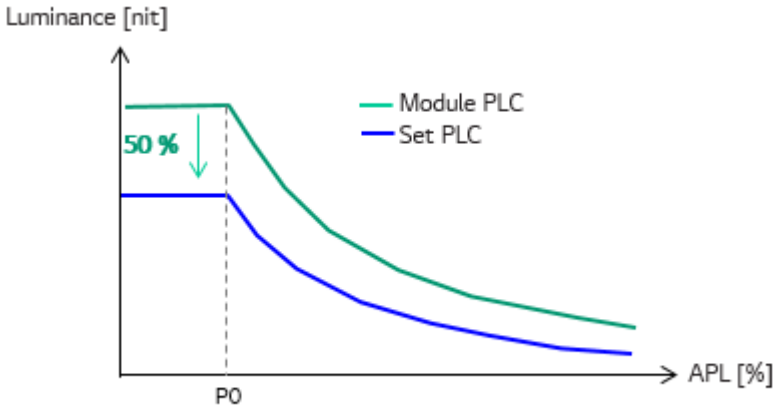

Fig. 1. Set PLC Curve
(1) It is recommended to the set the Gaming Display Set Peak Luminance to 50% of the Module Peak Luminance at P0 point in Default display mode for considering power savings and prevention of Image retention. (Fig. 1. Set PLC Curve)